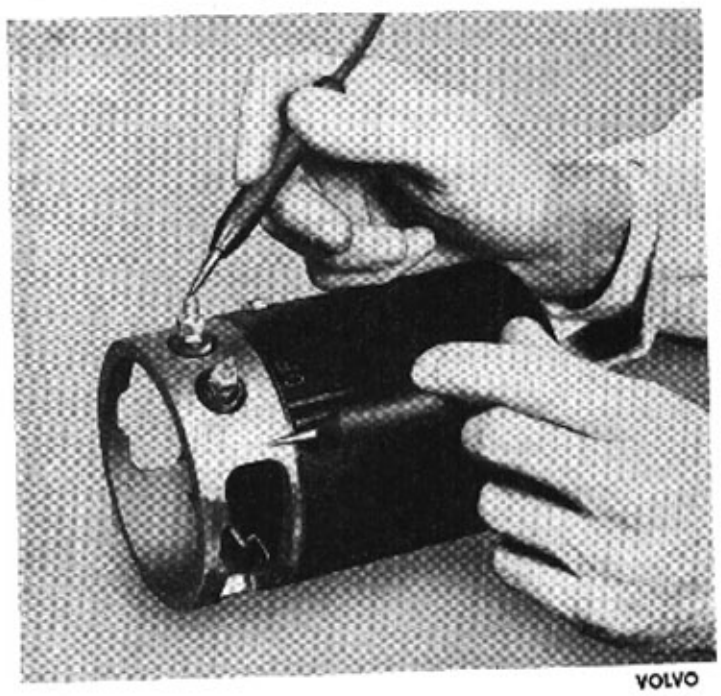

Bild 32-13. Provning av stator
2. Kontrollera att ingen överledning förekommer mellan rotoruttag och hus, använd testpinnar och provlampa enligt bild 32-13. Provningen bör ske med 40 V växelström och med en 40 W provlampa. Lyser lampan har överledning uppstått mellan fältlindningen och hus. Skruva bort anslutningsskruven för magnetlindningen och prova på nytt. Lyser lampan fortfarande är följaktligen magnetlindningen i kontakt med huset. Lindningen måste härvid demonteras. Se härom under "Byte av magnetlindning".